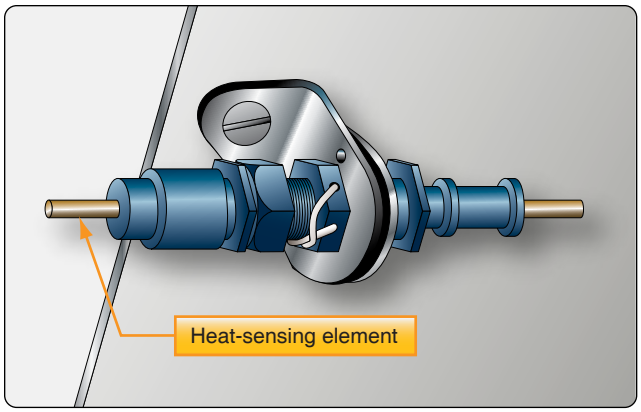

Figure 17-26. *Connector joint fitting attached to the structure.*
6. Nuts at the end of the sensing elements should be inspected for tightness and safety wire. *[Figure 17-26]* Loose nuts should be retorqued to the value specified by the manufacturer's instructions. Some types of sensing element connection joints require the use of copper crush gaskets. These should be replaced any time a connection is separated.